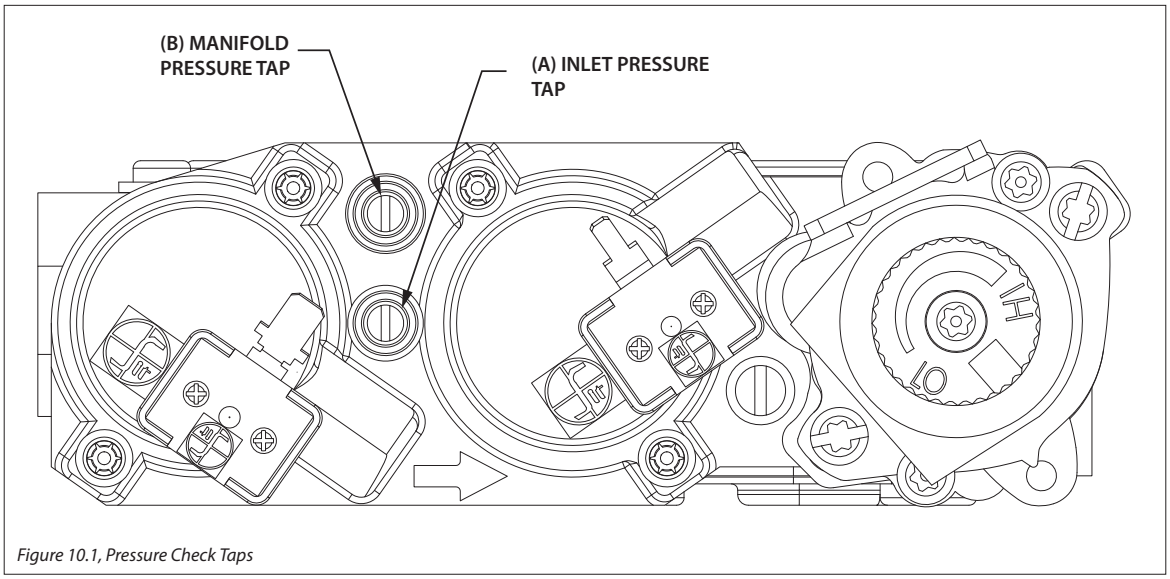

Figure 10.1, Pressure Check Taps
1. Loosen the inlet (IN) pressure tap by turning screw counter-clockwise. See (A) in Figure 10.1.
3. Set IPI/CPI rocker switch to CPI (ON).
7. Disconnect hose and tighten the inlet (IN) pressure tap by turning screw clockwise. Screw should be snug. Do not over tighten.
8. Relight pilot and burner. Then reattach manometer to the inlet pressure tap (A) to verify the tap is completely sealed. Manometer should read no pressure.
2. Loosen manifold (OUT) pressure tap by turning screw counter-clockwise. See (B) in Figure 10.1.
4. Set IPI/CPI rocker switch to CPI (ON).
8. Attach the manometer to the manifold pressure tap (B) to verify it is completely sealed. The manometer should read no pressure when pilot and burner are on.